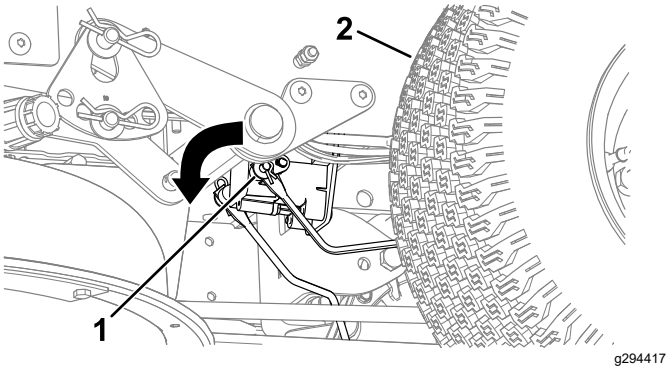

Figuur 53
3. Zoek de as van de elektrische rem waar de verbindingsarmen gekoppeld zijn (Figuur 53).